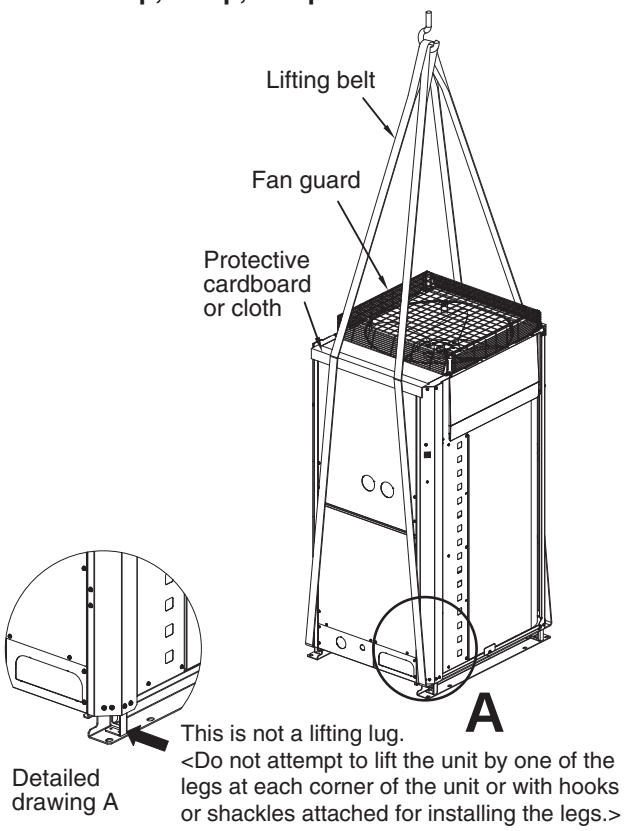

Fig. 2-18-1
Use a hook for suspending the unit respectively according to the type of model. (Figs. 2-18-1 to 2-18-3)
- When hoisting the outdoor unit, pass ropes through the left and right holes of the bottom plate as shown in the Figs. 2-18-1 to 2-18-3.